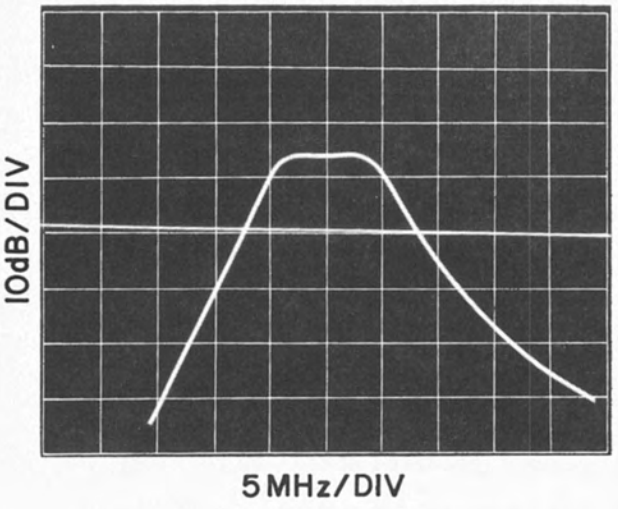

Figure 4-19. 2nd Converter Alignment, Typical Response
6. Adjust coils L6, L7 and L8 for the flattest response, with a 1 dB bandwidth of 6 MHz (minimum) as illustrated in **Figure 4-19.** The subassembly gain should be 13 ±1 dB greater than the reference set in step 4.